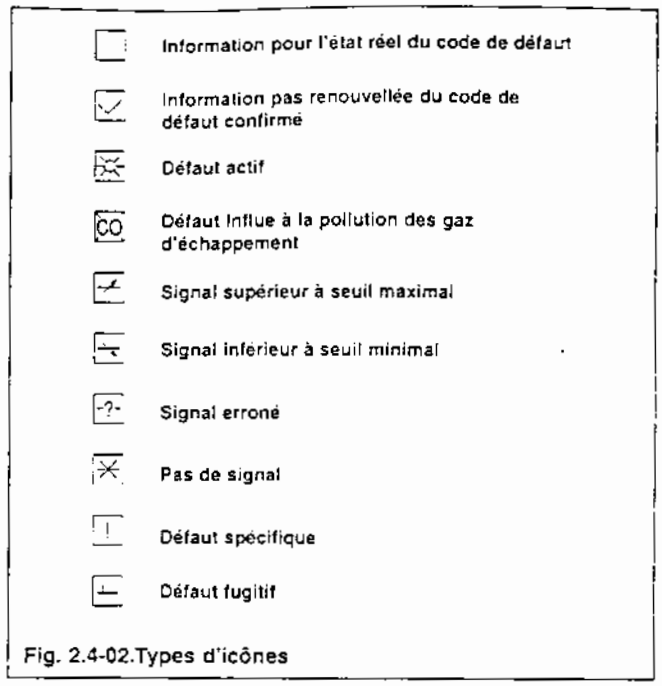

Fig. 2.4-02.Types d'icônes
• ensemble des indicateurs en titre des icônes (fig.2.4-02).